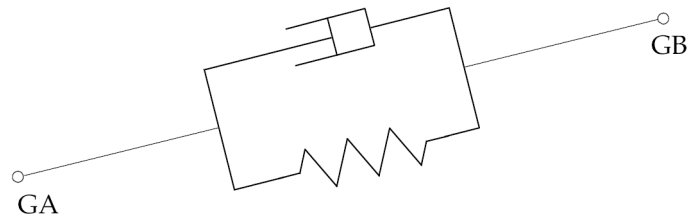

Figure 11-19. Spring and Damper Element
1. For noncoincident grids GA ≠ GB and if CID is blank, the line GA to GB is the element axis. In geometric nonlinear analysis, the element axis (line GA to GB) follows the deformation of grids GA and GB. See Figure 11-19.